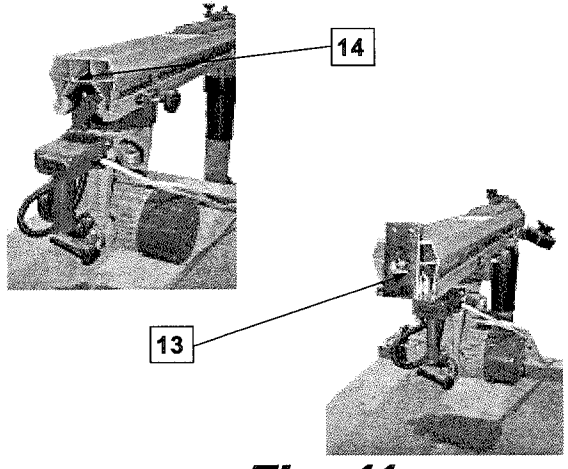

Fig. 11
17. Aprire la confezione (**b**) e procedere al montaggio della leva di sbloccaggio braccio (**13**). Inserire il tirante (**14**) nel foro appositamente predisposto. Fig. 11.
17. Open up the pack (**b**) and fit the arm release lever (**13**). Fit the tie-rod (**14**) into its hole. Fig. 11.